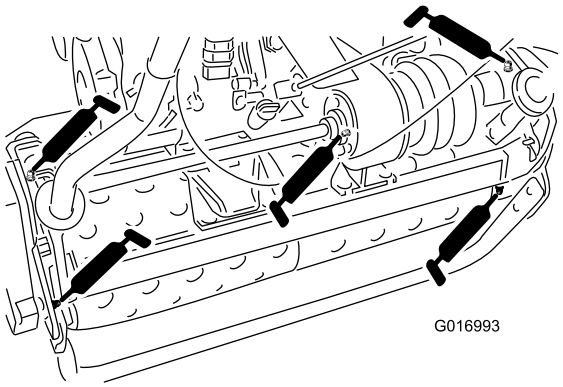

**Figura 22**
- 2 nos eixos do tambor (Figura 22)
- 3 no diferencial (Figura 22)